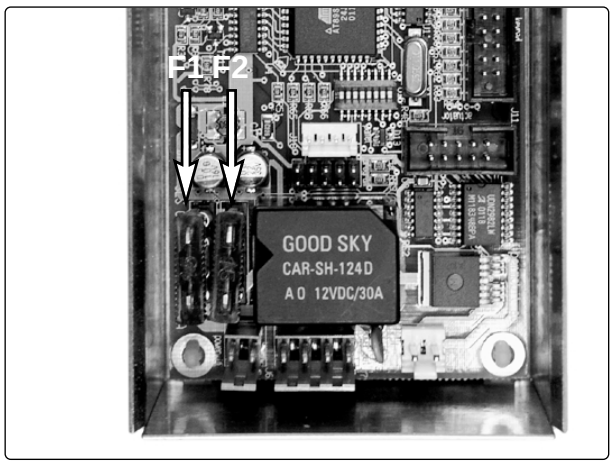

Abb. 67. F1 = 24V Dauerstrom 15A.
5. Demontieren Sie die Hauptsicherung aus der Befestigung. Zur Demontage die Plastikklemme an der einen Seite der Sicherung mit Hilfe eines Schraubenziehers nach außen drücken, s. Abb. 67.